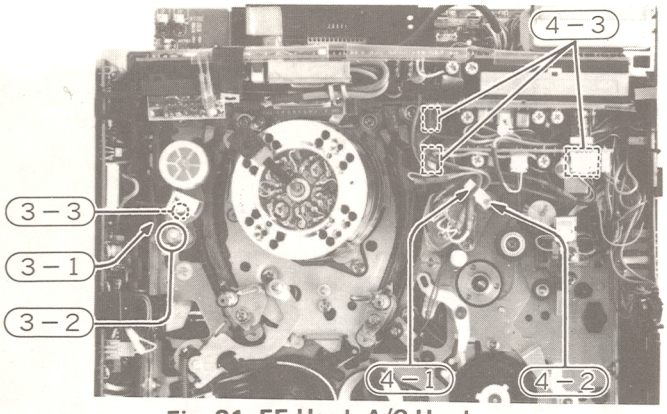

Fig. 21 FE Head, A/C Head
4. Audio/control head (A/C Head) (Figs. 21, 22)
3. Full erase head (FE Head) (Fig. 21)